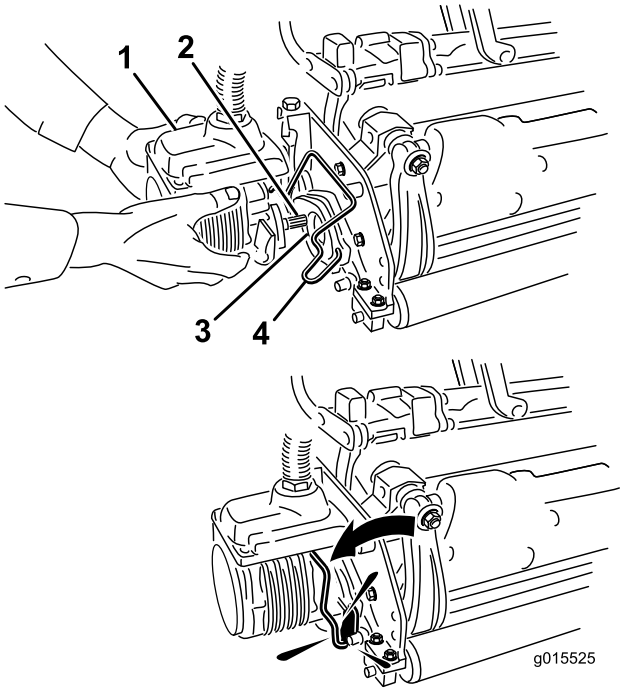

Figuur 35
6. Smeer schoon vet op de sleufas van de motor van het maaidek (Figuur 35).
7. Steek de motor in de linkerkant van het maaidek (gezien vanuit de bestuurdersstoel) en trek de motorbevestigingsstang op het maaidek in de richting van de motor totdat u aan beide kanten een klik hoort (Figuur 35).